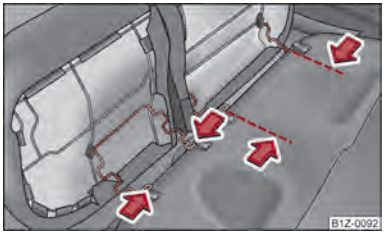

Fig. 49 Removing the seats
– Press the wire clamps in the direction of the arrow ⇒ fig. 49 and remove the seat cushion from its holder.